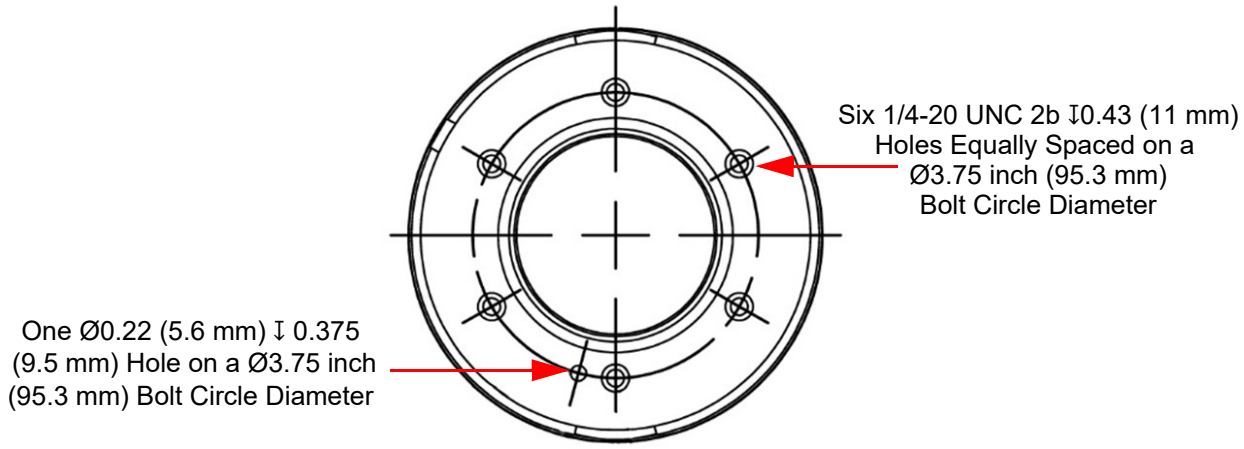

Figure 5-12 Mounting Hole Pattern (4-Meter Stiletto P/N: 711290461 Shown)
3. Properly secure the payload to the mast with customer-provided 1/4-20 high strength hardware. Choose the appropriate length of screw in order to allow maximum thread engagement with the threaded inserts. The standard Payload Interface has six 1/4-20 UNC 2b ↧0.43 (11 mm) holes (Figure 5-12). If required, the Ø0.22 (5.6 mm) ↧ 0.375 (9.5 mm) hole may be used for orientation. The mounting hardware must include proper means to resist vibration loosening such as thread-locking compound and/or locking hardware. Torque all hardware as appropriate for its size and grade.